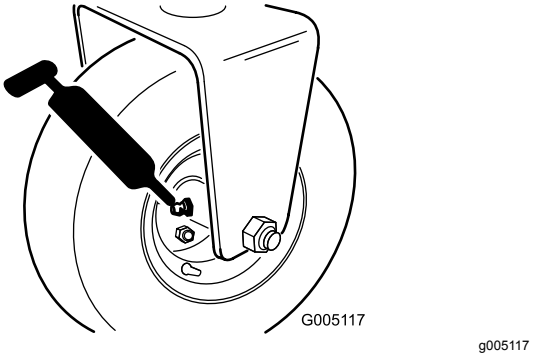

Figuur 35
- De naaf van de achterrol of, indien de set voor driewielaandrijving gemonteerd is, de koppelingen van de achterwielrol en de externe kogellager (1) (Figuur 35)